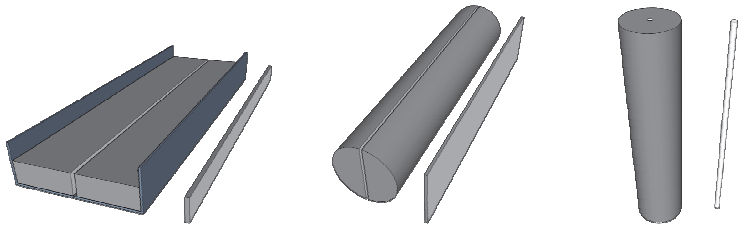

Figure 3. Partial stream all the time
- Taking part of the stream all the time. Figure 3